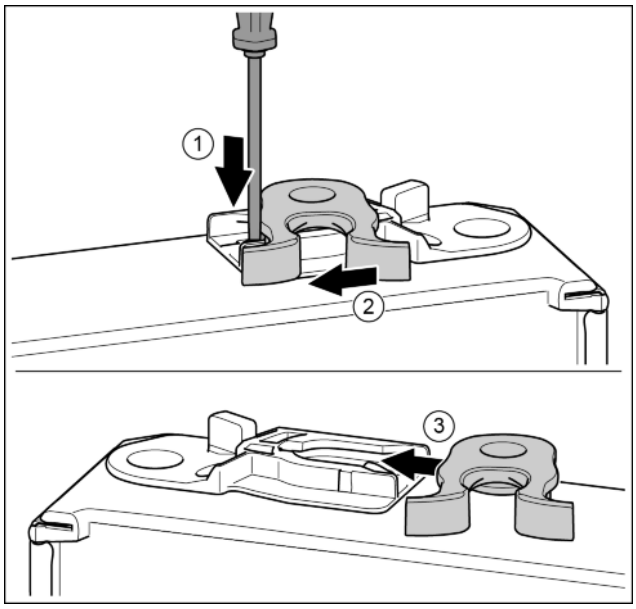

*Fig. 18**
- ▶ Нажать накладку шлицевой отверткой вниз.* *Fig. 18 (1)*
- ▶ Запорный крючок вывести из направляющей.* *Fig. 18 (2)*
- ▶ Запорный крючок вставить в направляющую с другой стороны.* *Fig. 18 (3)*